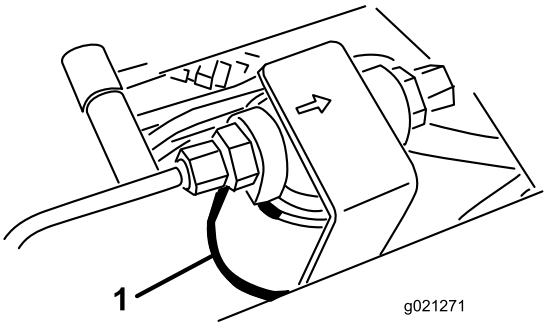
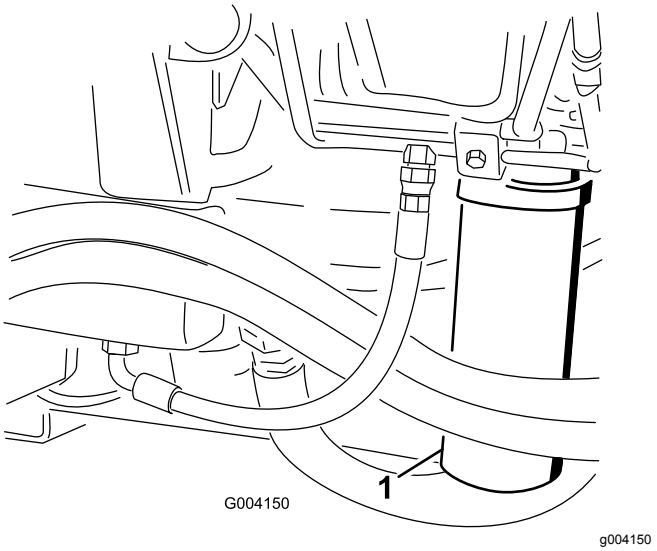

**Figur 92**
**Figur 93**
2. Rengjør området rundt der filteret skal festes, og plasser et tappefat under filtrene (Figur 92) og (Figur 93).